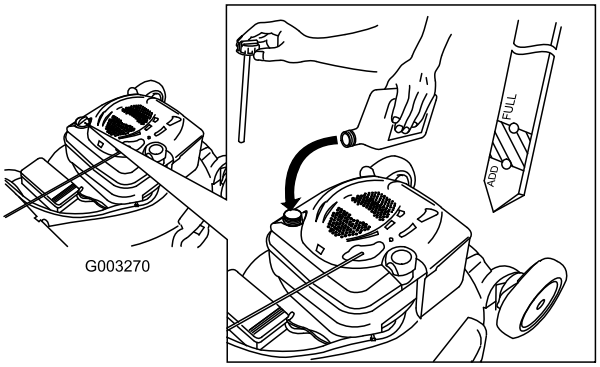

Figur 38
12. Ta ut oljestickan och läs av oljenivån, se Figur 38.